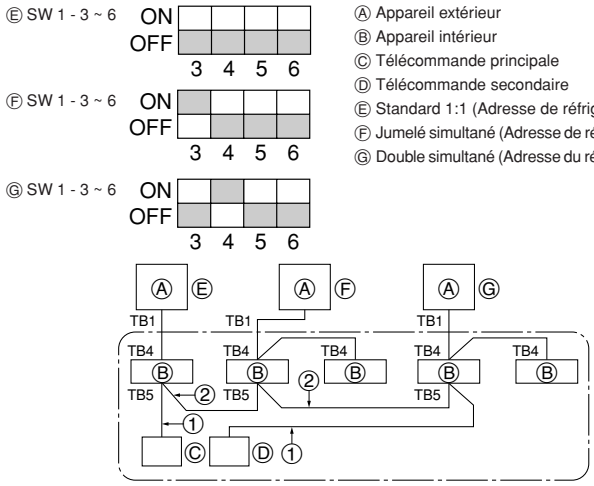

Fig. 9-1
① Mettre sous tension (coupe-circuit).
② Une fois la vanne d'arrêt de gaz fermée, activer le commutateur SWP sur la carte de commande de l'appareil extérieur. Le compresseur (appareil extérieur) et les ventilateurs (appareils intérieur et extérieur) s'enclenchent et la récupération du réfrigérant commence. Les témoins DEL 1 et 2 de la carte de commande de l'appareil extérieur s'allument.
③ L'appareil s'arrêtant automatiquement deux à trois minutes après la récupération de réfrigérant (témoins DEL 1 et 2 allumés), veiller à fermer rapidement la vanne d'arrêt de gaz. Lorsque les témoins DEL 1 et 2 sont allumés et que l'appareil extérieur est arrêté, ouvrir la vanne d'arrêt de liquide au maximum et répéter l'étape ② après trois minutes.
④ Mettre hors tension (coupe-circuit).
9. Contrôle du système (Fig. 9-1)
9. Sistema de control (Fig. 9-1) 30